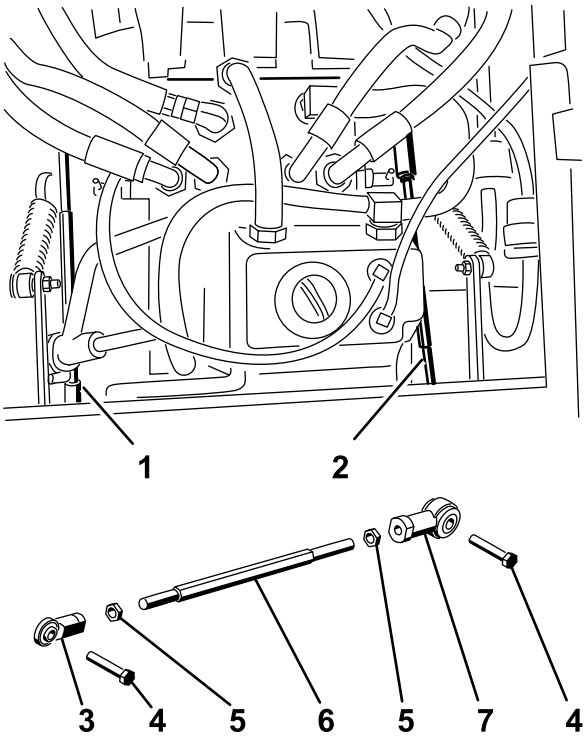

**Figur 58**
6. Juster pumpestangens længde på den ene side ved at dreje den sekskantede aksel i den rigtige retning, indtil det tilsvarende hjul står stille eller kryber en smule i bakgear (Figur 58).